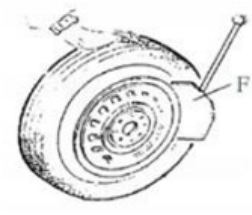

Afb. 5
Zorg ervoor dat alle lucht uit de band is verdwenen en plaats de band tegen de rubberen buffer (S). Plaats het blad (F) tegen de velgrand, ongeveer 10 mm van de rand van de velg, zoals afgebeeld in Afb. 5.. Druk de pedaal van de afduwblad (U) in om het blad in de band te drukken. Herhaal de bovenstaande handelingen op verschillende plekken rondom de band en aan beide kanten van de band totdat de velgrand volledig is losgemaakt. (Afb. 5)